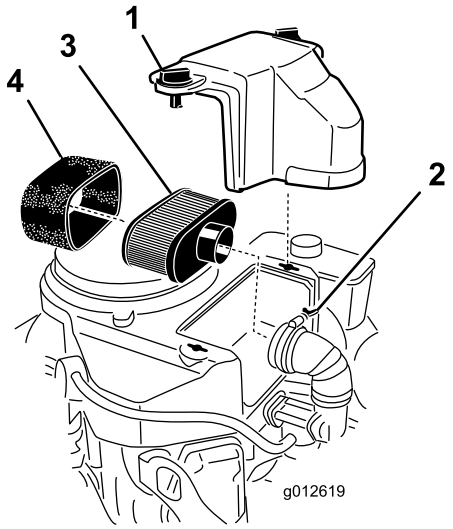

Figur 40
3. Rengør området omkring luftfilteret for at forhindre snavs i at trænge ind i motoren og forårsage skader (Figur 40).
4. Skru dækselgrebet af, og afmonter luftfilterdækslet (Figur 40).
5. Skru slangeklemmen af, og afmonter luftfilterenheden (Figur 40).
6. Træk forsigtigt skumindsatsen af papirindsatsen (Figur 40).
1. Rens papirindsatsen ved forsigtigt at banke på den for at fjerne støv. Hvis papirindsatsen er meget snavset, skal den udskiftes med en ny (Figur 40).
1. Skub forsigtigt skumindsatsen ned over papirluftfilterindsatsen (Figur 40).
2. Placer luftfilteret på bundpladen, og monter vingemøtrikken (Figur 40).
3. Sæt luftfilterdækslet på plads, og stram dækselgrebet (Figur 40).